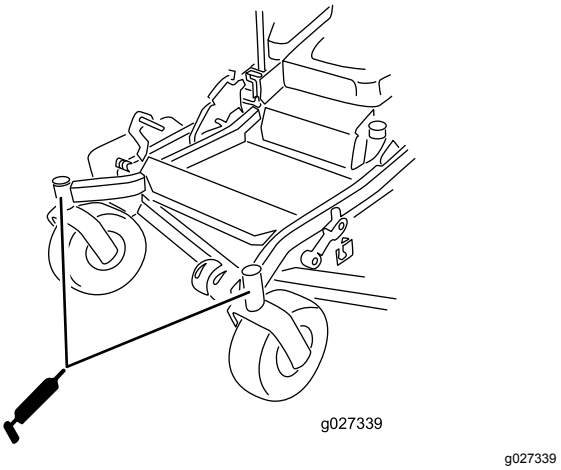

**Figuur 50**
12. Plaats de zeskantige plug en de stofkap (Figuur 50).
13. Smeer de lagers van de zwenkwielen (Figuur 50).